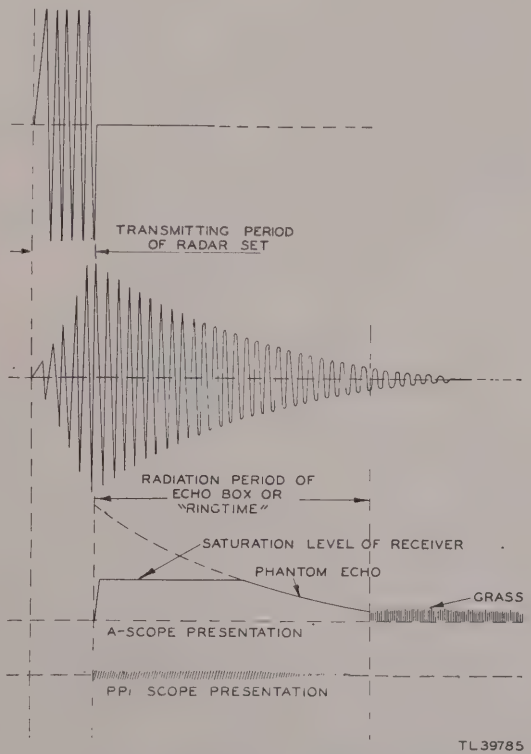

Figure 60. Echo box oscillations and oscilloscope patterns.
b. Description of Operation. Energy from the radar transmission line is fed into the resonant cavity to make it oscillate. Since the Q is very high, the cavity oscillates or "rings" for several microseconds after the end of the transmitted pulse. During the time that the echo box is ringing, it feeds energy back into the radar transmission line which produces an echo pulse on the indicator screen. The length of time that the echo box oscillates is dependent on the tuning and losses in the cavity, the pulse shape and peak power of the transmitter, and the tuning of the r-f and receiver systems. Since the echo box can be tuned to the transmitter under a given set of operating conditions, the r-f and receiver systems may be tuned by watching for maximum width of the pulse that appears on the indicator screen. Drawings in figure 60 represent the appearance of this pulse on both the Class A and PPI oscilloscopes.